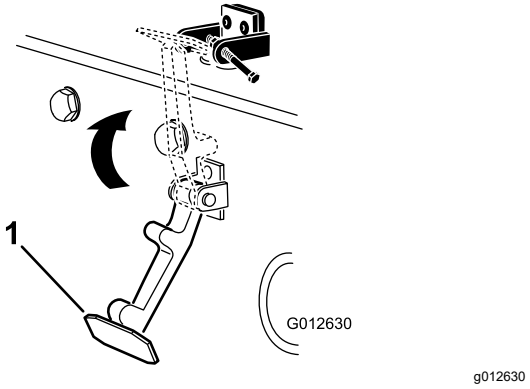

Figur 7
6. Hekt låsen på panserlåsbraketten (Figur 7).